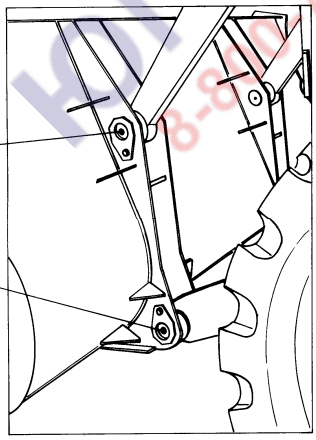

Рис. 5.12. Масленки шкворневых соединений ковша
10. Смазать шкворневые соединения ковша с тягами (2 масленки). Смотри Рис. 5.12.